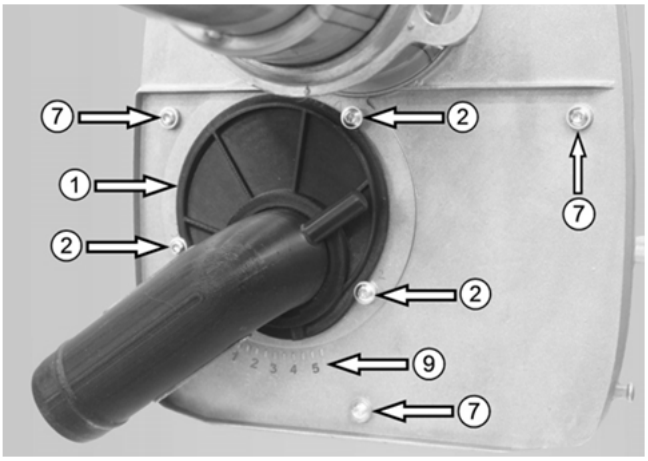

Fig. 4: Pièce de raccordement étanche LAS montée
- Smontare le tre viti di serraggio ⑥ dell'ugello per l'ingresso dell'aria.
- Smontare le tre viti di serraggio ⑥ in Pos. ⑦ (vedi anche Fig. 4).
- Lasciare assolutamente l'ugello per l'ingresso dell'aria ⑧ nella scatola del bruciatore.